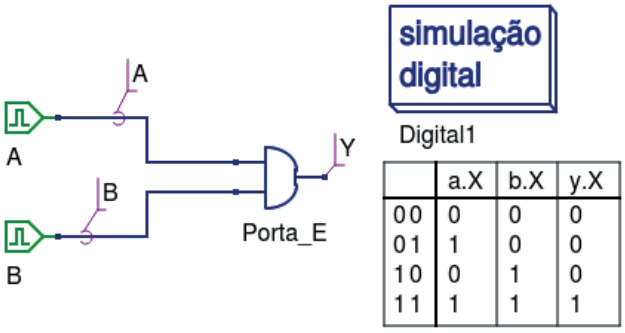

Figura 3.7 – Simulação da porta E de duas entradas no Qucs.
28. Utilizando o software de simulação Qucs, simule a porta E (AND) e construa a tabela verdade de acordo com a figura 3.7. Compare os dados da tabela do Qucs com a tabela 3.1.